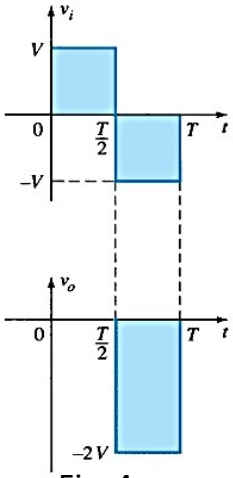

Fig. 4
Step 5: Check that the total swing of the output matches that of the input. (see Fig. 4)